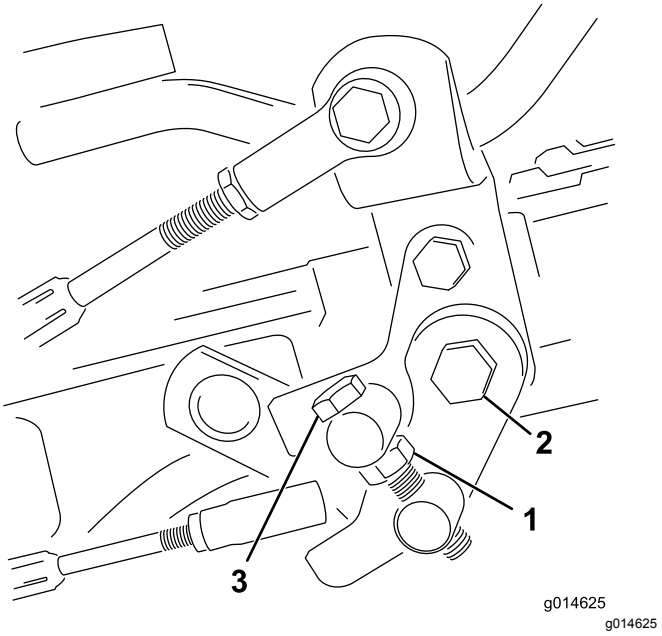

Figur 34
1. Løsn kontramøtrikken på trækbøjlen (Figur 34).
4. Tilspænd kontramøtrikken på tappens maskinskrue og møtrikken på pedalens drejetap for at låse justeringen (Figur 34). Kontroller justeringen, og juster som påkrævet.